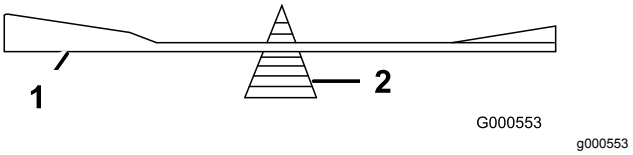

Figur 58
2. Sjekk knivens balanse ved å legge den på en balanseringsinnretning (Figur 58).